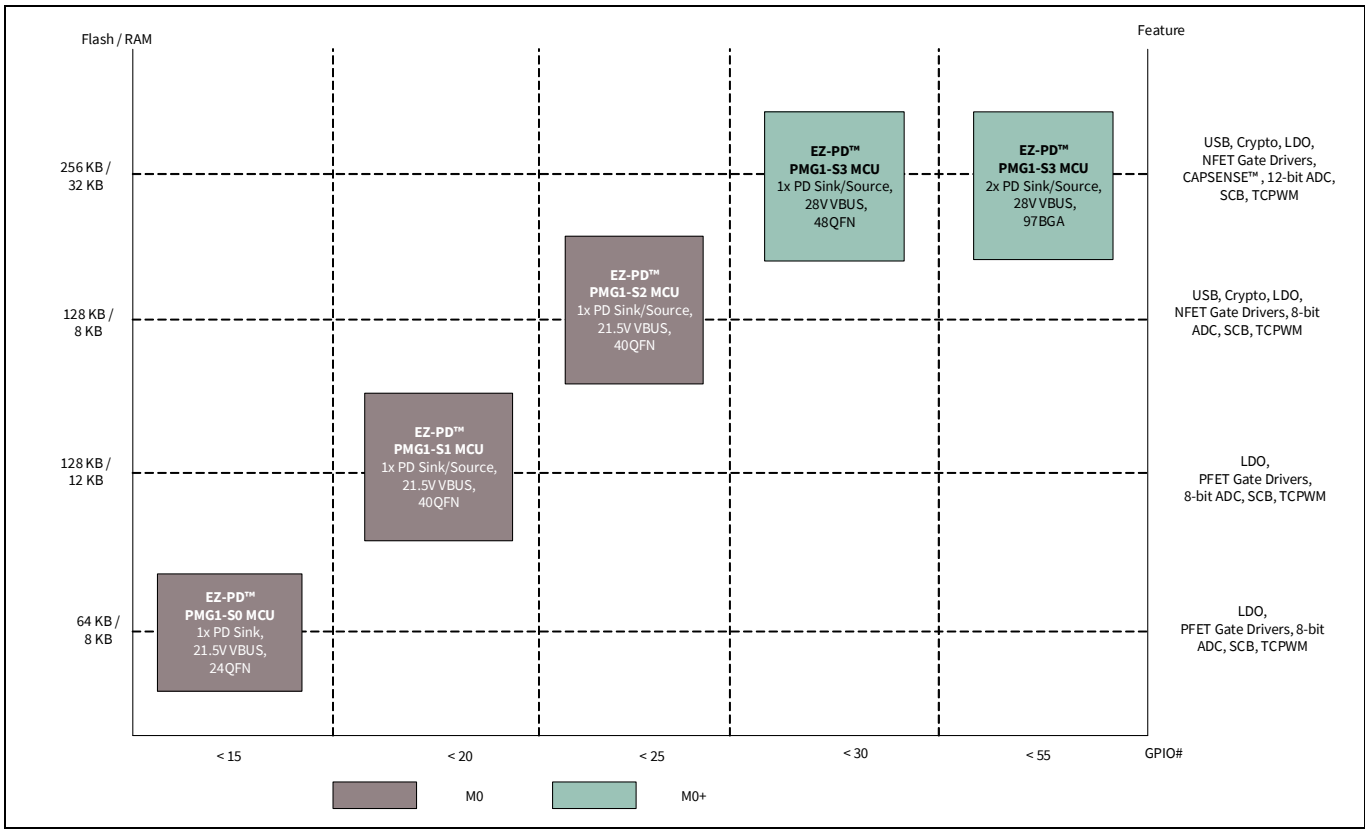

**Figure 1-1. EZ-PD™ PMG1 MCU family segmentation**
**Figure 1-1** shows the EZ-PD™ PMG1 MCU family segmentation.